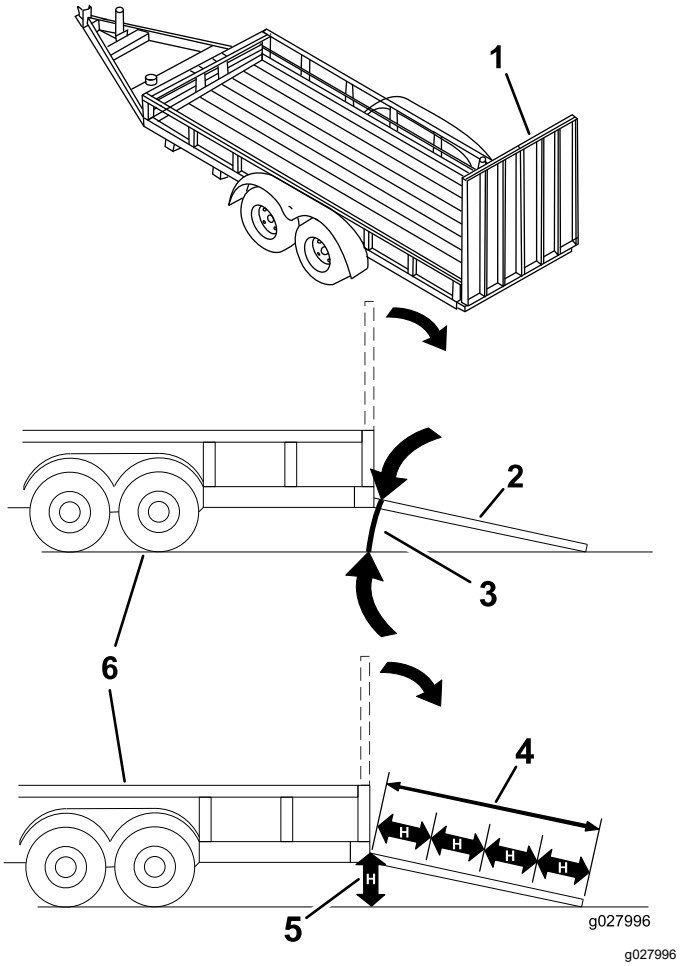

Figur 14
Pålæsning af en maskine på en anhænger eller lastbil øger risikoen for at vippe og kan forårsage alvorlig personskade eller død (Figur 14).
3. Sænk rampen, og sørg for, at vinklen mellem rampen og jorden ikke overstiger 12 grader (Figur 14).
1. Sænk rampen, og sørg for, at vinklen mellem rampen og jorden ikke overstiger 12 grader (Figur 14).